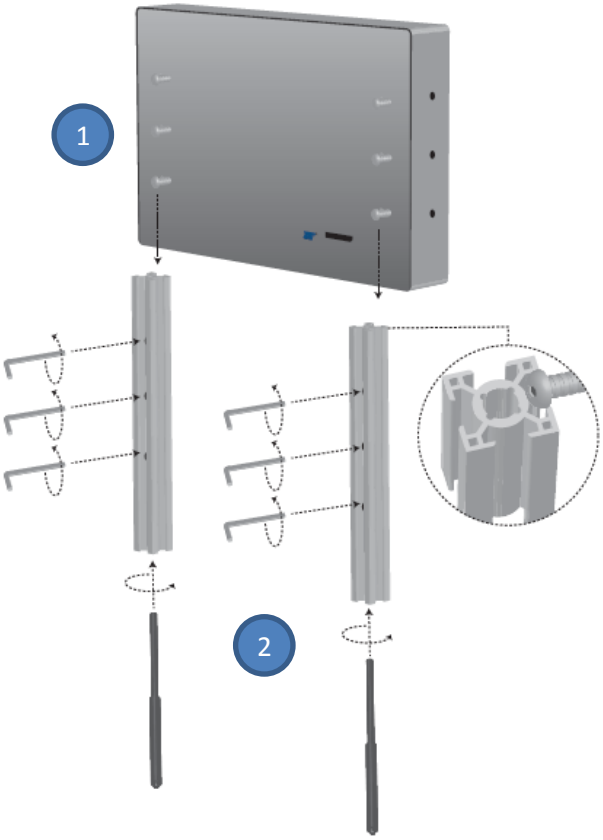

Figure 3
-Use two telescopic sigma legs (Table 5-3) and 6 M8x16 allen screws (Table 5-6) to connect legs to the monitor as is described in Fig. 3.